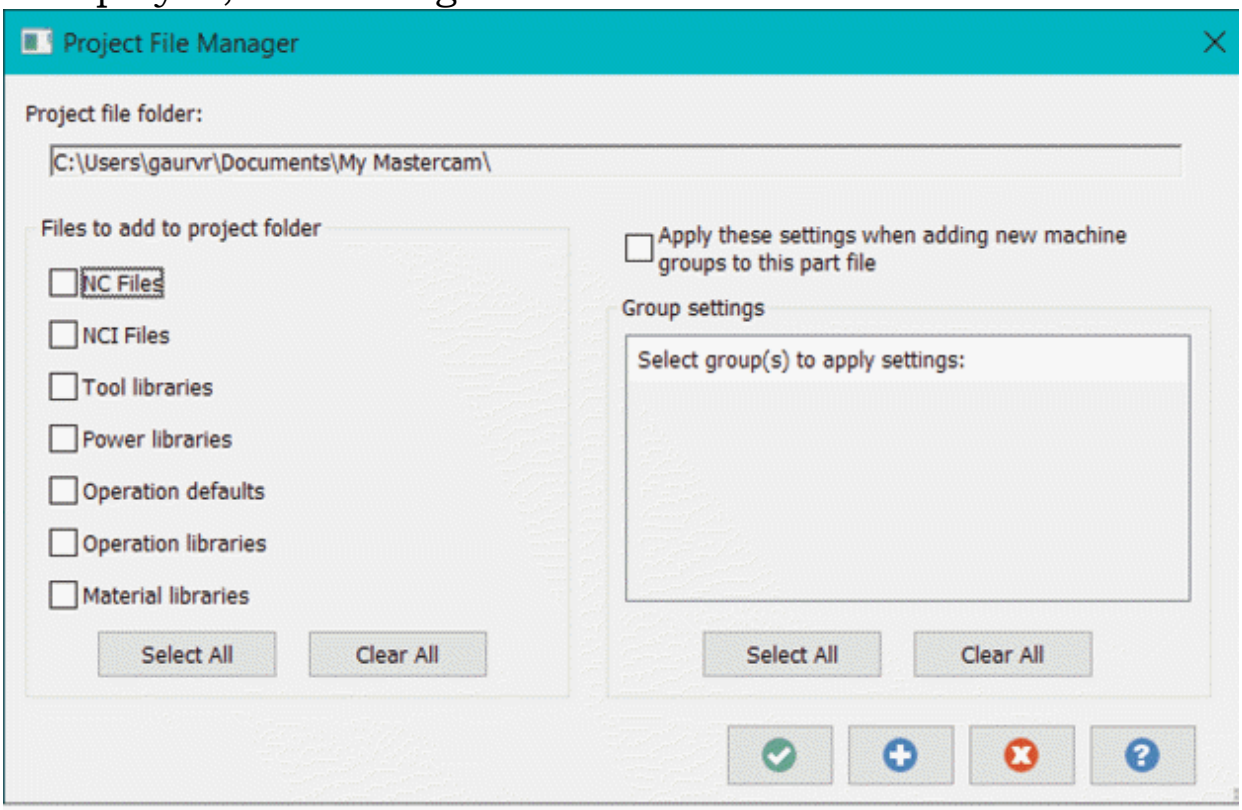

Figure-50. Project File Manager dialog box
- Click on the **Project Manager** tool from the **Info** section of **File** menu. The **Project File Manager** dialog box will be displayed; refer to Figure-50.